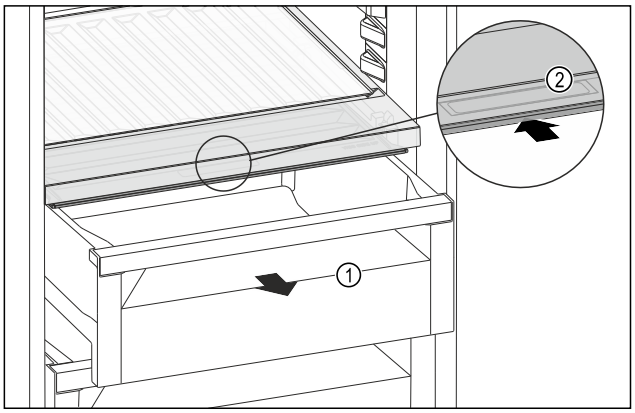

Fig. 196
▶ Pull out the drawer *Fig. 196 (1)*.
▶ Grasp the recessed grip *Fig. 196 (2)* on the compartment lid and push the compartment lid backwards at the same time.